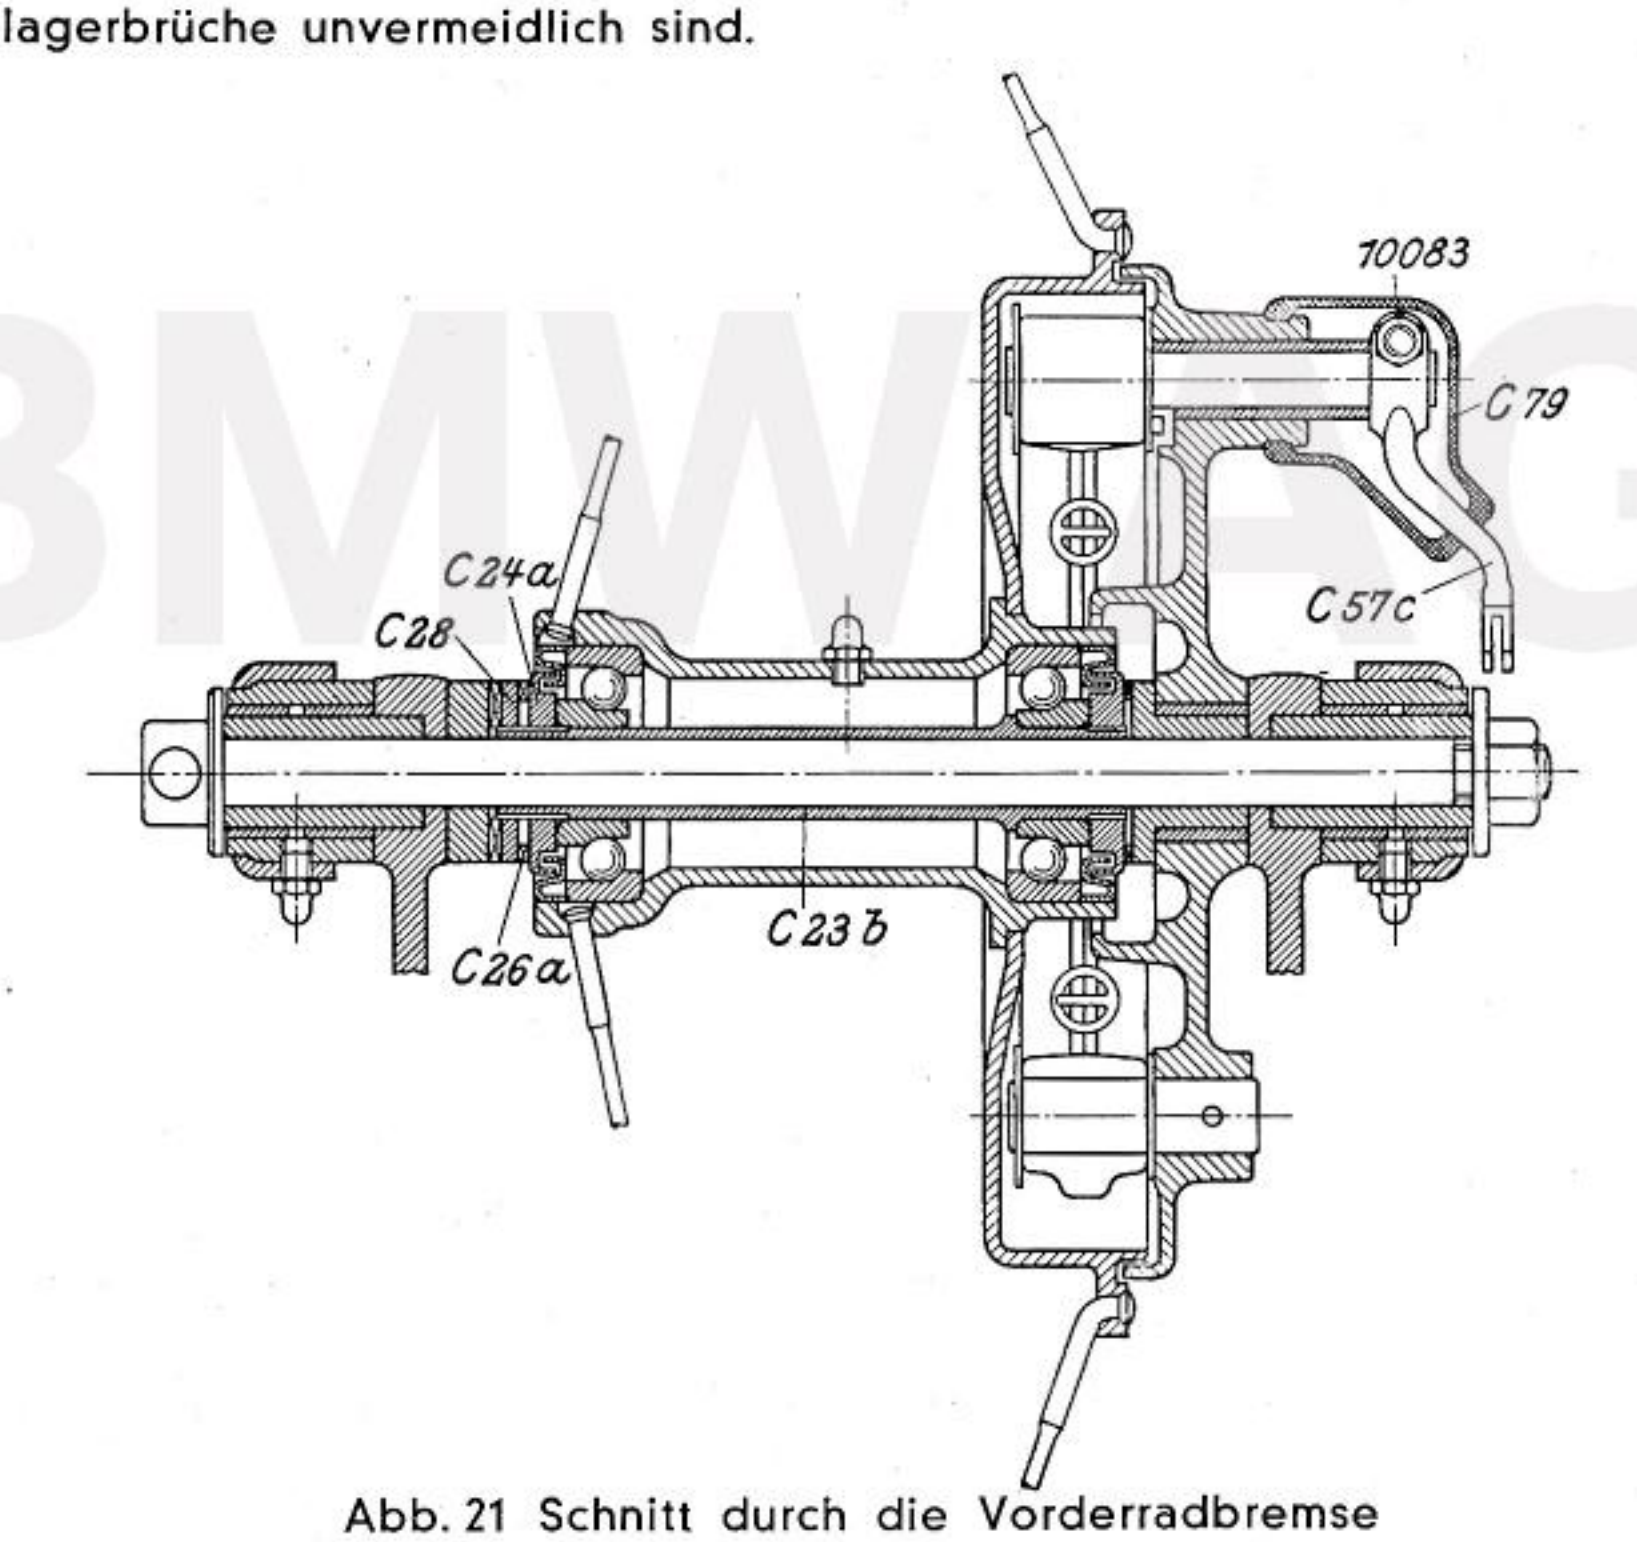
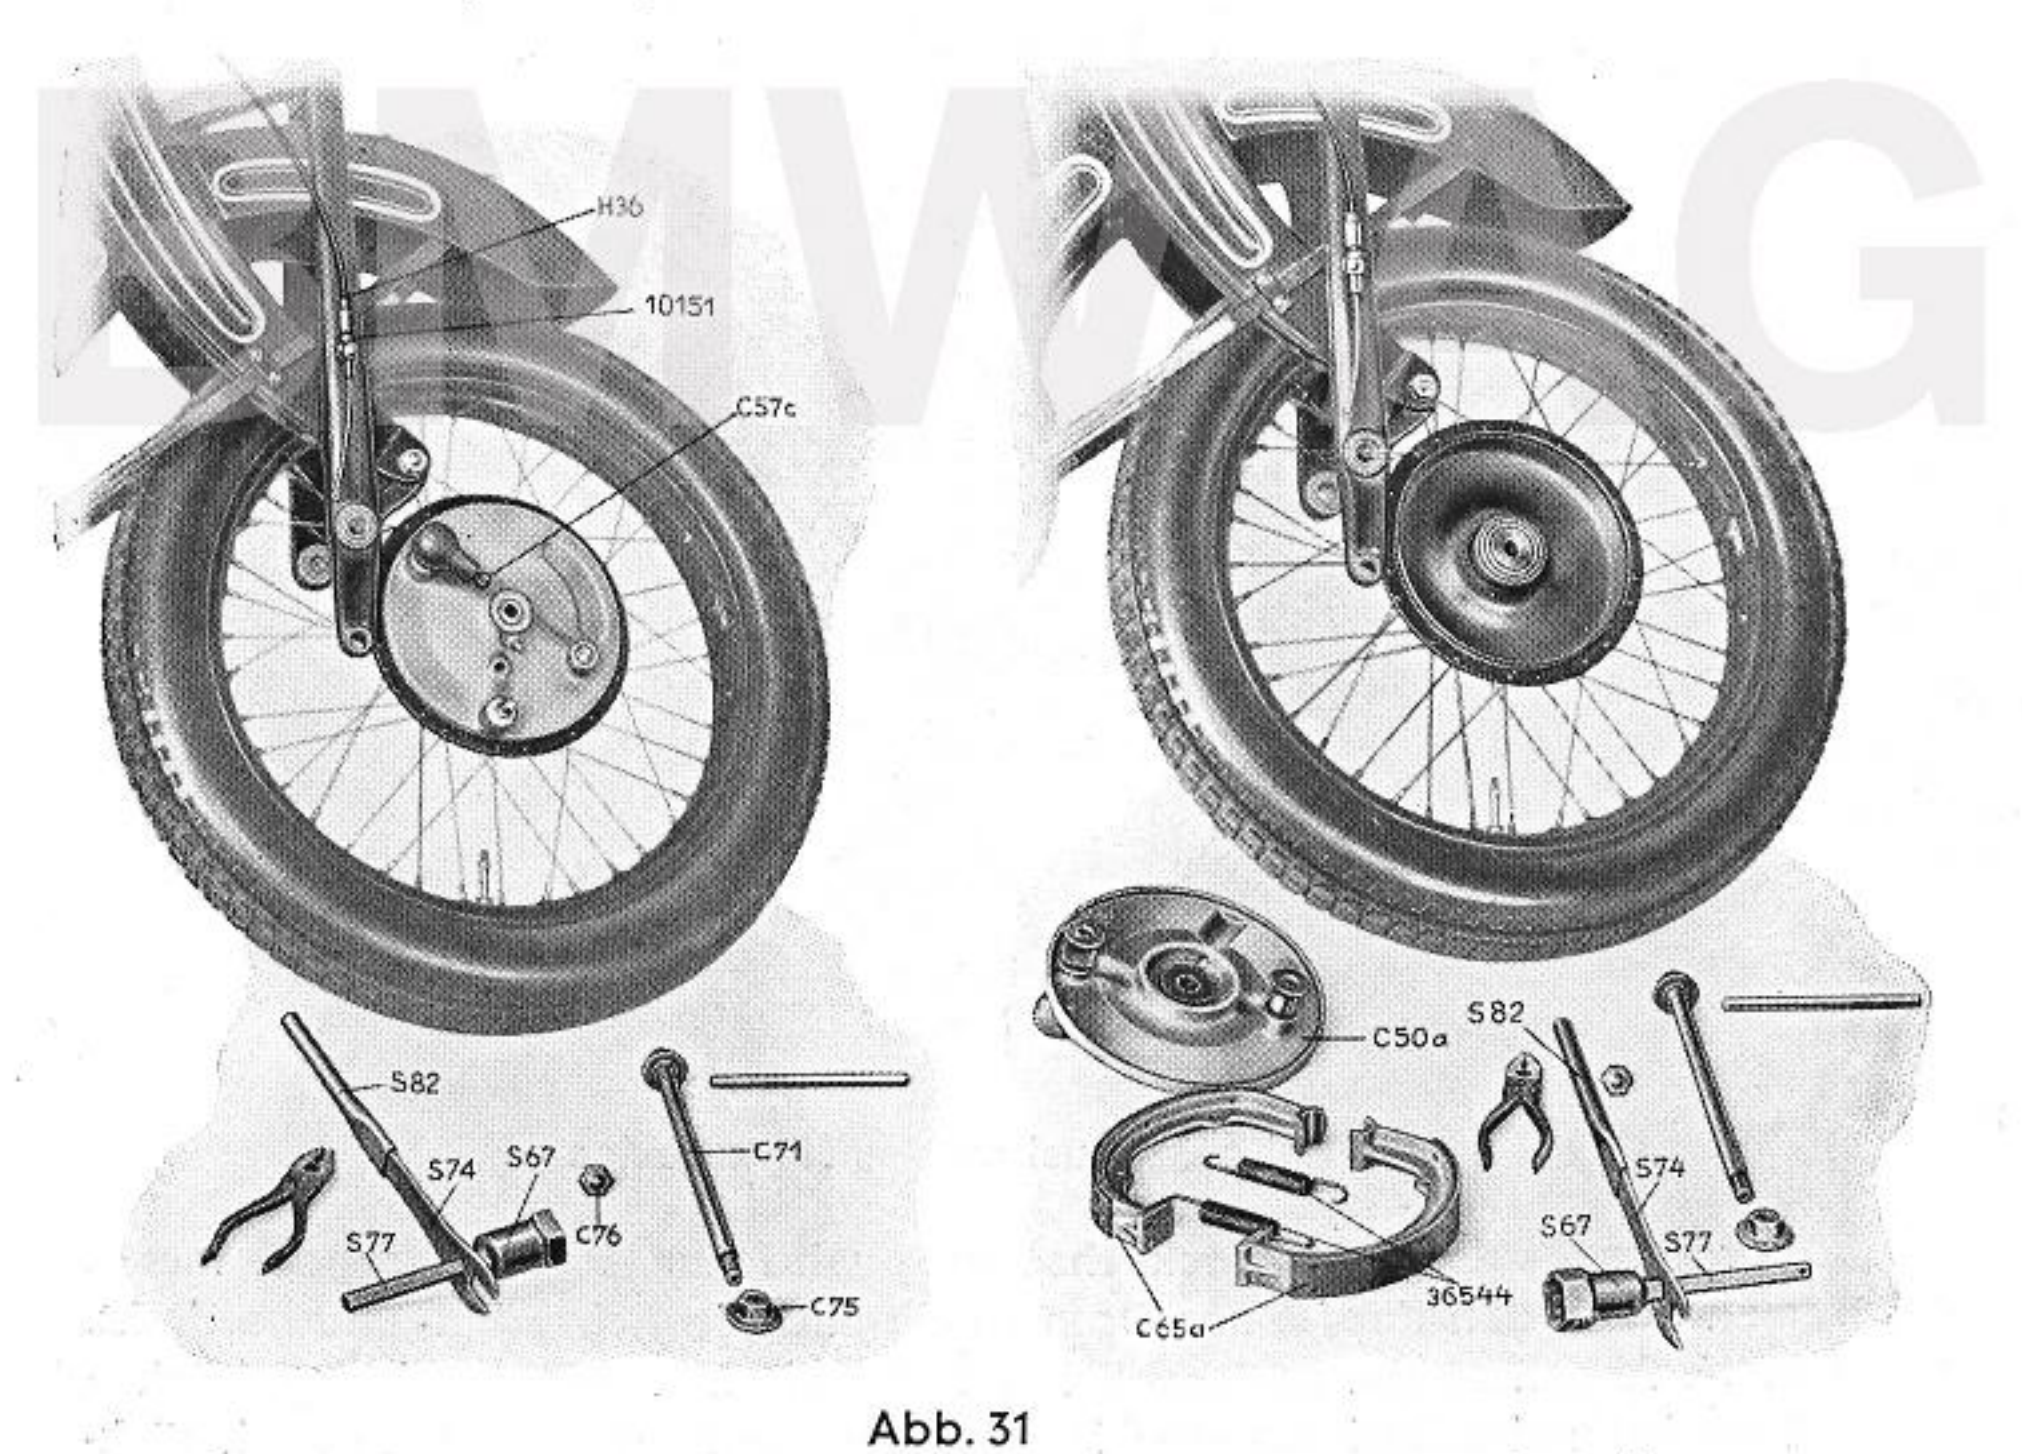

Abb. 21 Schnitt durch die Vorderradbremse
Abb. 31
stellen, so daß beide Backen gleichmäßig an der Bremstrommel angreifen. An der Vorderradbremse kann eine Nachstellung in geringem Umfange durch Lösen der Gegenmutter **10151** und Anziehen der Stellschraube **H 36** (Abb. 31) an der rechten Gabelscheide ausgeführt werden. Größere Nachstellungen erfolgen nach Zurückschieben der Schutzkappe **C 79** durch Lösen der Mutter **10083** am kleinen Bremshebel **C 57c**
und Vorrücken desselben (Abb. 21). Zum Ersatz der Bremsbeläge muß das Vorderrad ausgebaut.(s. S. 47) und der Bremshalter **C 50a** abgenommen werden. Danach können die Bremsbacken **C 65a** mit Zugfedern **36544** ausgebaut und die Bremsbeläge durch Aufnieten erneuert werden (Abb. 31).
Die Kugellagerung ist nachstellbar. Die Nachstellung kann nach ausgebautem Vorderrad (s. S. 47 linkes Bild) nach Abb. 21 folgendermaßen vorgenommen werden:
k) Abnahme des Vorderrades: Man stellt die Maschine auf den vorderen Kippständer, zieht mit der Kombinationszange den Nippel des Bremskabels aus dem Schlitz des kleinen Bremshebels **C 57c** heraus. Das Herausziehen des Bremsseiles wird durch einige Umdrehungen an der Stellschraube **H 36** erleichtert. Nun schraubt man mittels der nach Abb. **31** zusammengesteckten Schlüssel **S 67, S 74, S 77** und **S 82** die auf der gleichen Radseite sitzende Bundmutter **C 75** der Steckachse **C 71** ab, zieht diese heraus und entfernt auch die Kappenmutter **C 76.** Das Rad mit Bremse ist dann nach rückwärts zu schwenken und auf die linke Seite herüberzudrücken. Es ist nur notwendig, die Maschine noch etwas weiter umzulegen oder, wenn ein Seitenwagen angeschlossen ist, sie vorn noch etwas zu heben, um das Rad aus dem vorderen Schutzblech herauszuziehen (Abb. 31).